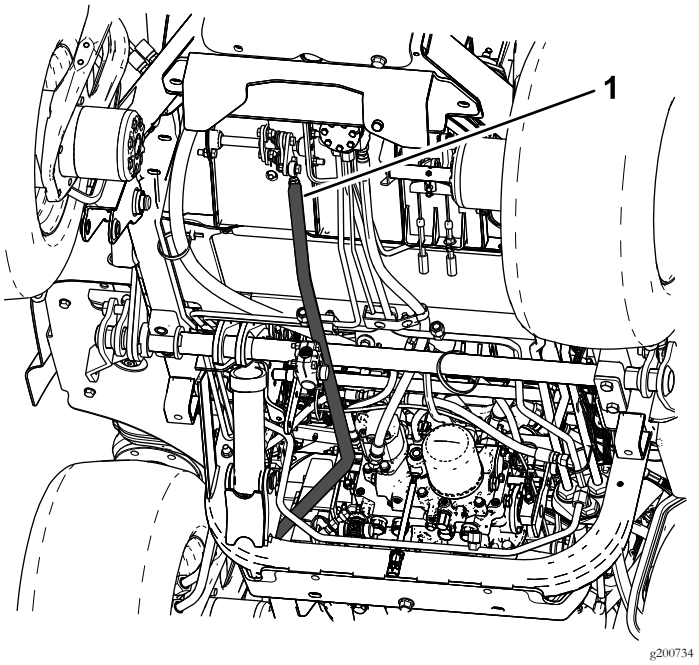
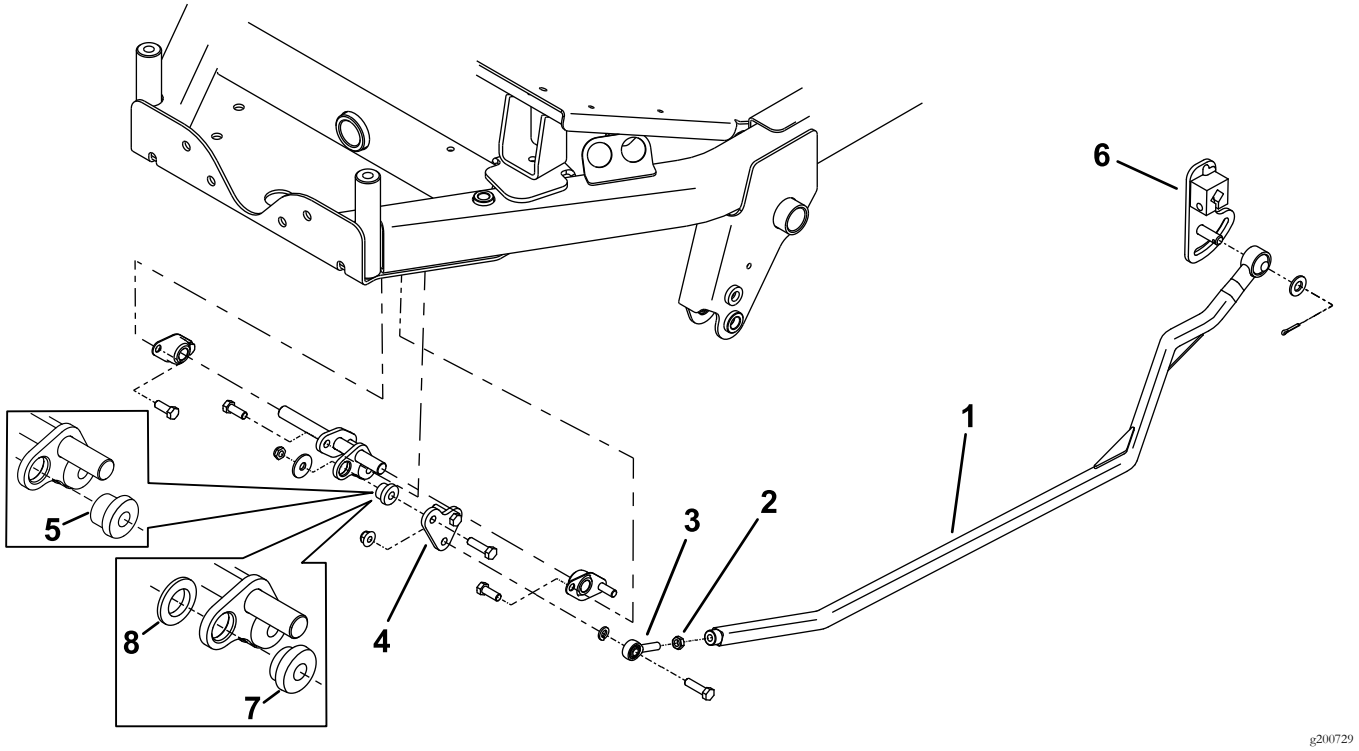

Figur 5
Figur 6
2. Fjern den eksisterende traktionsstang fra traktionshåndtagets arm og den forreste ledforbindelse (Figur 5).
3. Monter stangendelejet og kontramøtrikken på traktionsstangen (Figur 6).
4. Monter ledforbindelsespladen og enten gummi- eller plastbeslagene (Figur 6).
Bemærk: Brug enten plast- eller gummibeslagene til dette sæt, alt efter hvad der føles bedst, når maskinen betjenes. Det anbefales at bruge gummibeslagene til en maskine med førerhus, da dette vil hjælpe med at reducere støjen i førerkabinen (Figur 6).
5. Monter den nye traktionsstang på traktionshåndtagets arm og den forreste ledforbindelse (Figur 5 og Figur 6).